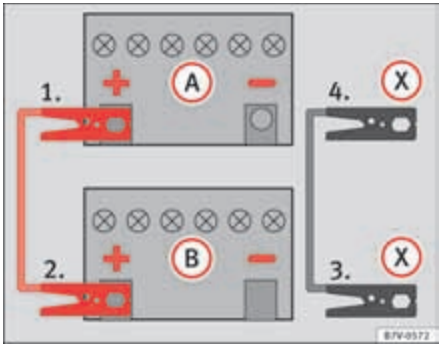

Fig. 227 Jump lead connection diagram when the assistance vehicle has a Start-Stop system: flat battery (A) and battery supplying current (B).
- For vehicles **with Start-Stop system:** Connect one end of the *black* (X) jump lead to a suitable ground connection, a solid piece of metal in the engine block, or to the engine block ⇒ page 372, fig. 227.
- Connect the other end of the *black* jump lead (X) to a solid metal component connected to the engine block, or onto the engine block itself of the vehicle with the flat battery however, connect it as far away as possible from the battery (A) ⇒ ⚠.